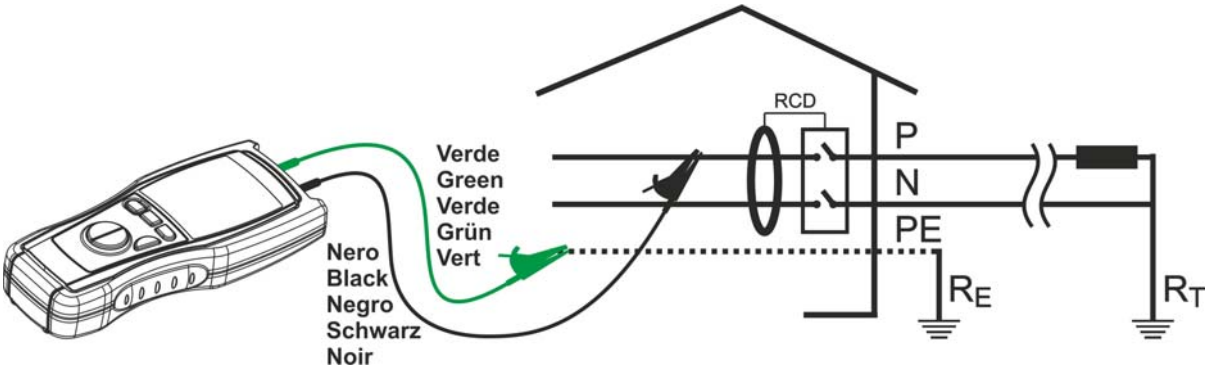

Fig. 11: Connection of the instrument's terminals during MΩ test
6. Connect the instrument's terminals to the end of the conductors on which the insulation test must be performed (see Fig. 11)